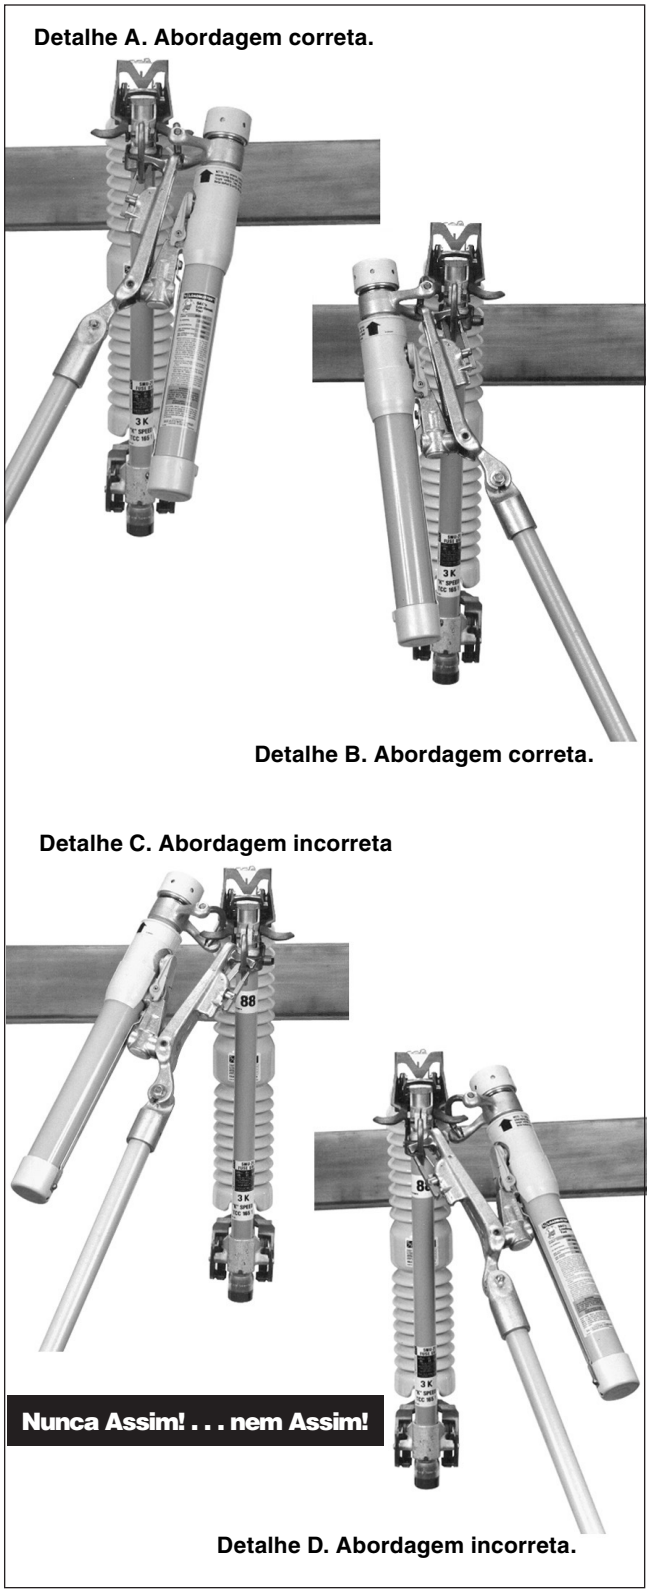

Figura 1. Formas de abordagem correta e incorreta da Loadbuster—a ferramenta de abertura sob carga da S&C.
- Nunca coloque uma ferramenta Loadbuster em uma posição em que seu tubo externo obstrua a linha de visão (Ver Figura 1 para o posicionamento correto).
Conforme mostrado na Figura 1, Detalhe A ou B, a ferramenta Loadbuster deve ser acoplada de forma a ficar posicionada *pela frente* chave fusível, seccionadora, fusível de potência ou fusível limitador. Ou seja, a âncora da Loadbuster deve se acoplar ao gancho de fixação *no lado distante* do dispositivo. A ferramenta Loadbuster *nunca* deve ser acoplada com sua âncora acoplada no lado mais próximo do chave fusível ou de outro dispositivo, como visto nos Detalhes C ou D. O acoplamento da ferramenta desta forma não somente obstrui a linha de visão do operador, como também pode resultar na imposição de um esforço de flexão na ferramenta e com isso dificultar o desengate.
Com a ferramenta Loadbuster corretamente engatada, como visto na Figura 1, Detalhe A ou B, um puxão firme da vara para baixo para abrir a chave fusível, seccionadora, fusível de potência ou fusível limitador produz um esticamento na ferramenta Loadbuster e carrega uma mola interna. Em um determinado ponto do movimento de abertura, um gatilho dentro da ferramenta dispara, liberando a mola carregada—separando assim os contatos internos e interrompendo o circuito. O sucesso da operação é independente da velocidade com a qual a chave fusível, seccionadora, fusível de potência ou fusível limitador é aberto.
7. **OPERAÇÃO.** Nunca manobre a ferramenta Loadbuster em uma posição tal que o tubo externo obstrua a linha de visão (Ver Figura 1 para o posicionamento correto).